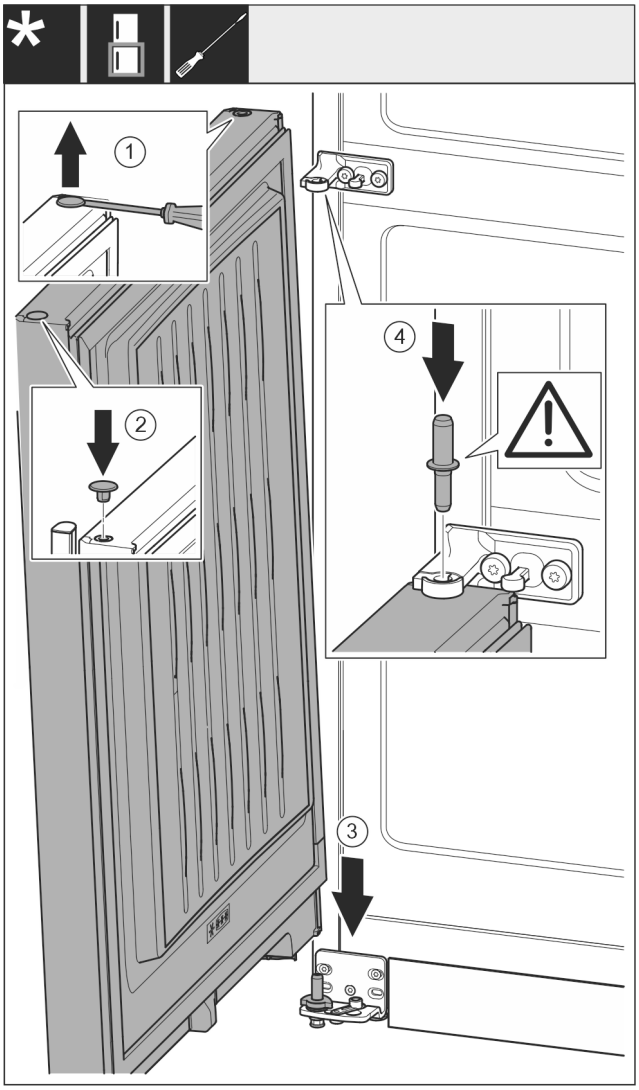

Fig. 56
▶ Paceliet uzmanīgi ar plakano skrūvgriezi un izvelciet ārā aizbāzni *Fig. 56 (1)*.
▶ Ievietojiet atpakaļ aizbāzni *Fig. 56 (2)* otrā durvju pusē.
▶ Uzlieciet durvis *Fig. 56 (3)* no augšas uz apakšējās gultņa tapas.
▶ Ievietojiet vidējo gultņa tapu *Fig. 56 (4)* vidējā gultņa balstā apakšējās durvīs. Uzmaniet, lai fiksācijas izcilnis būtu vērsts virzienā uz aizmuguri.